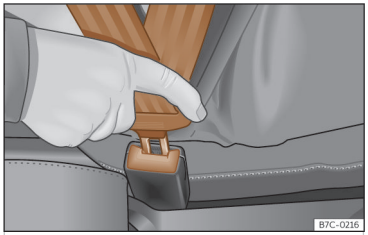

Abb. 23 Schlosszunge des Sicherheitsgurts in das Gurtschloss einstecken.
- Schlosszunge fest in das zum Sitzplatz gehörende Gurtschloss stecken ››› **(Abb. 23)**.